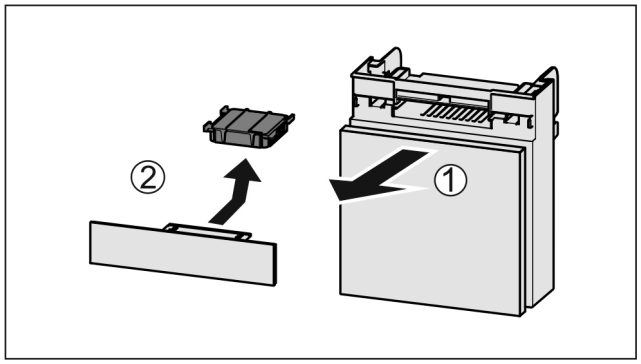

Fig. 147
▶ Zásuvku vytáhněte dopředu *Fig. 147 (1)*.
▶ Filtr s aktivním uhlím vyjměte *Fig. 147 (2)*.